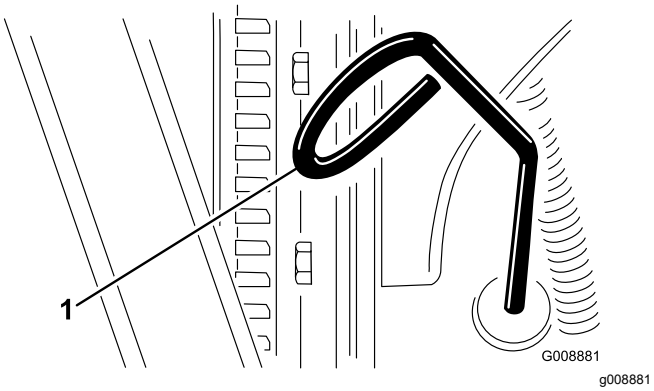

**Figure 27**
2. Retirez la jauge (Figure 27) et essuyez-la sur un chiffon propre.